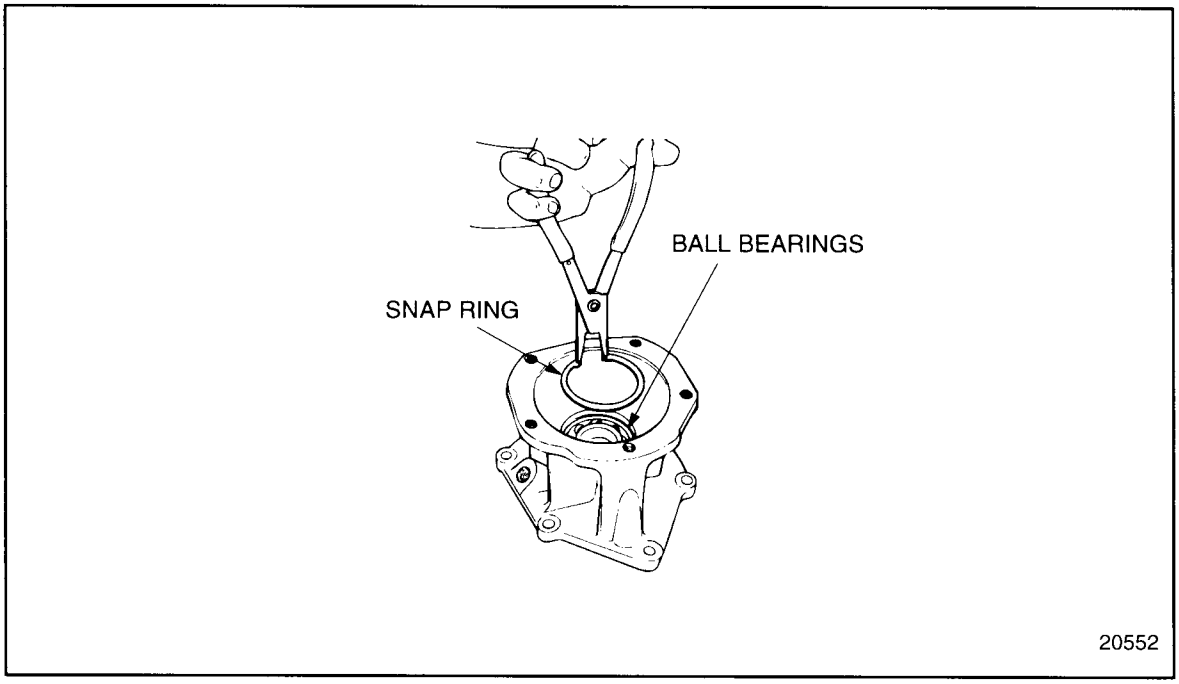

Figure 10-21 Roller Bearing Snap Ring Removal
11. Remove the large snap ring retaining the ball bearing in the drive hub housing using snap ring pliers. See Figure 10-21.